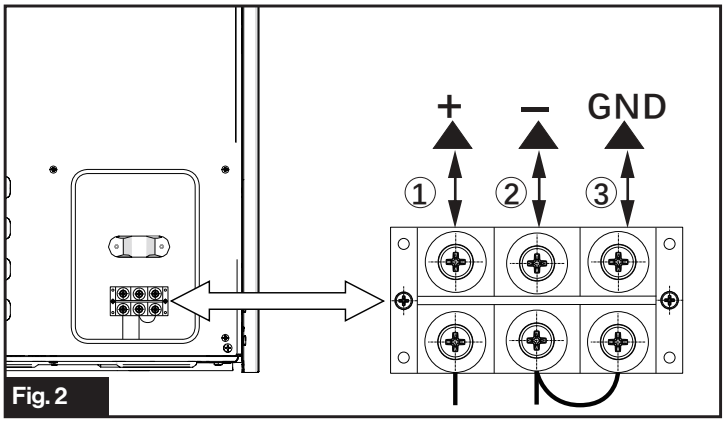

Fig. 2
2. Raccordez les câbles aux bornes correctes comme indiqué sur la Fig. 2. Raccordez la borne « **+** » au pôle positif de 12 V CC, puis raccordez la borne « **-** » au pôle négatif de 12 V CC.